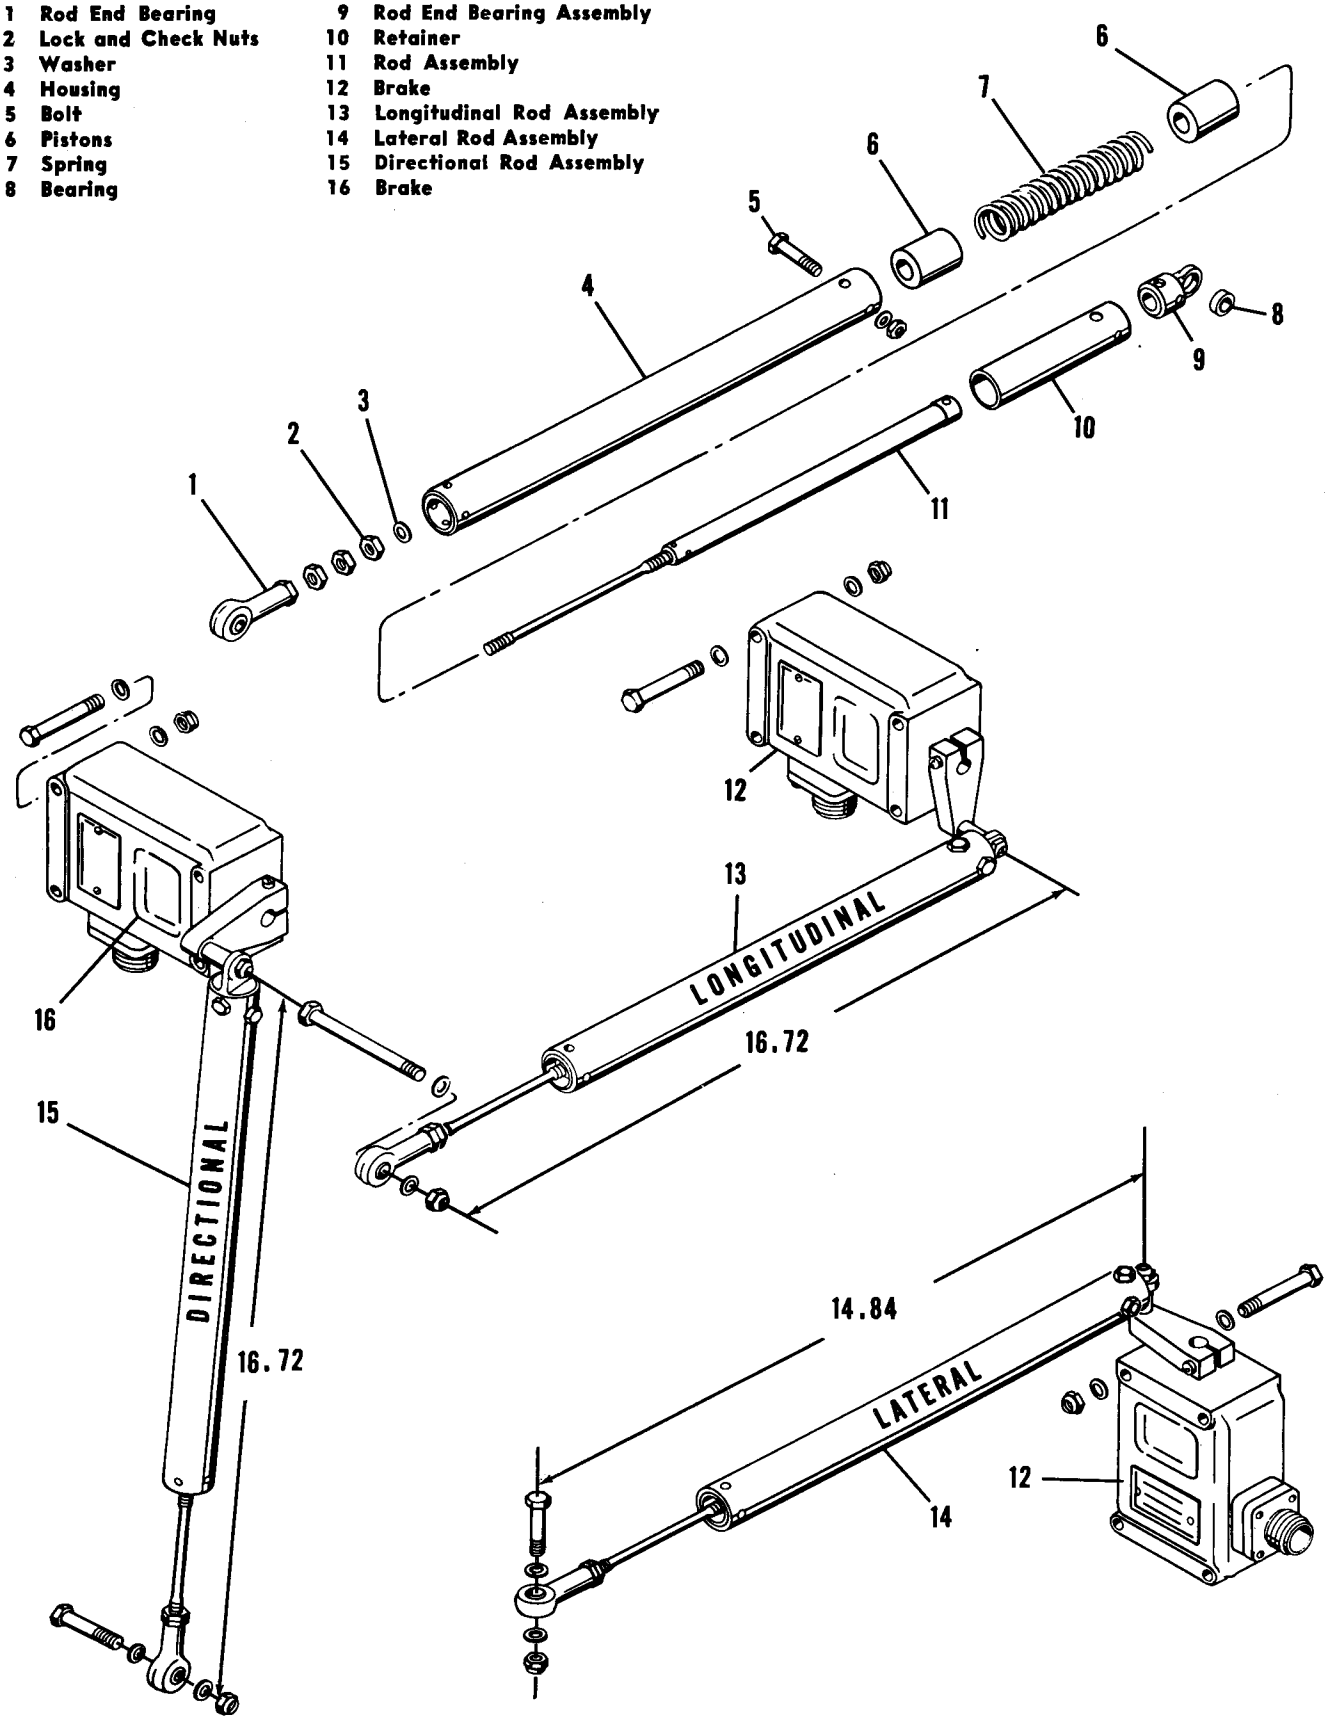

Figure 2-14. Centering Springs and Magnetic Brakes
2-79. DESCRIPTION. (See figure 2-14.) Three centering springs and magnetic brakes are attached to the cyclic sticks and directional pedals. The centering springs connect the flight controls to the magnetic brakes which are normally in the locked position. The purpose of the centering springs is to provide an artificial "feel" in the controls. Normal "feel" in the flight controls is lost due to the hydraulic flight control system. The magnetic brakes are provided to allow the neutral position to be shifted to meet the various flight conditions. The magnetic brakes are released by a switch located on the cyclic stick.
2-82. DISASSEMBLY. (See figure 2-14.) The following disassembly procedure is applicable to all three centering spring assemblies:
2-84. ASSEMBLY. (See figure 2-14.) The following assembly procedure is applicable to all three centering spring assemblies:
e. Check the fit of the pistons (6) in the housing (4) and on the rod (11). If binding is felt, disassemble the unit and determine cause. Check for burrs or coating of primer on friction surfaces. Repair and reassemble.
f. Install lock nut (2) and adjust until there is less than 0.010 inch end play.
g. Install rod end bearing (1) with lock nut (2) and adjust to lengths shown in figure 2-14.